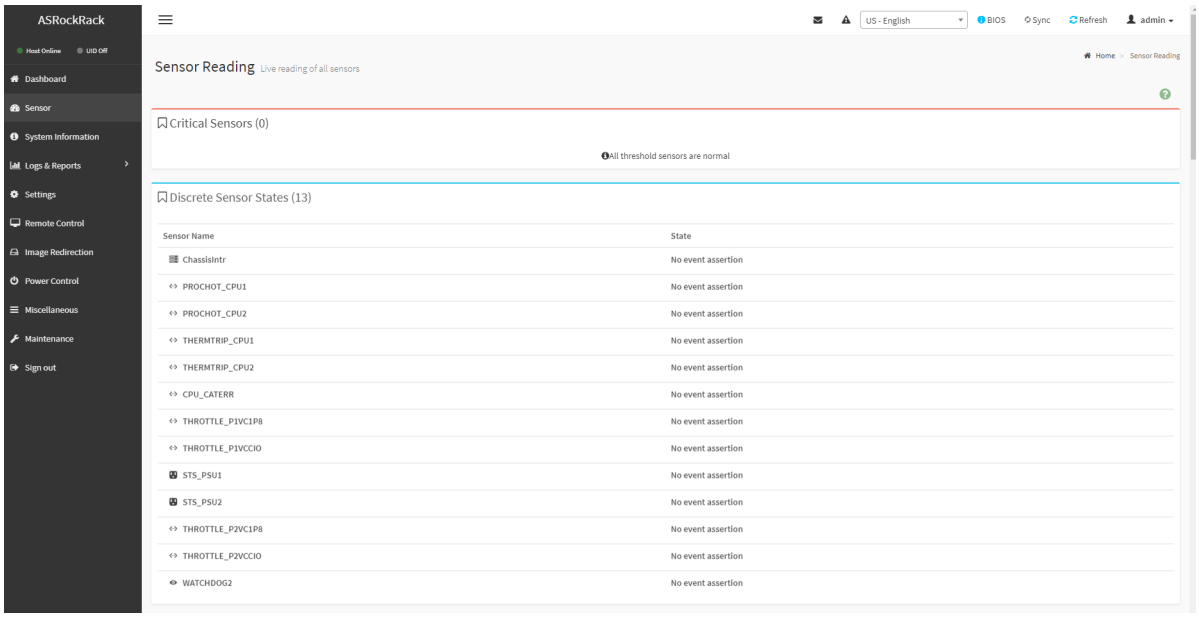

Рис. 112. Окно «Sensor»
8) Пройдите во вкладку «Sensor» в данной вкладке представляется информация обо всех датчиках в сервере. Окно показано на рис. 112 Окно «Sensor»